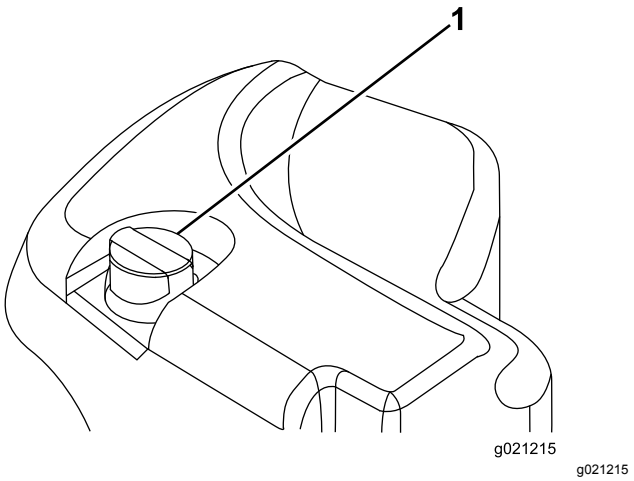

Figur 30
2. Rengør området omkring påfyldningsstudsen og hydrauliktankens dæksel (Figur 30). Fjern dækslet fra påfyldningsstudsen.